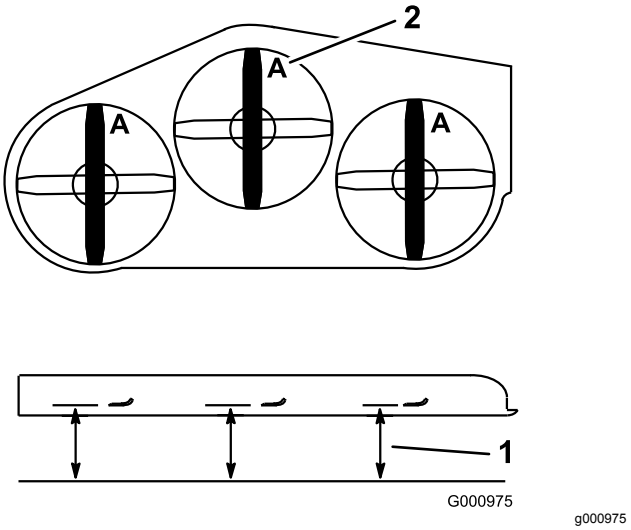

Figur 56
2. Mät från ett jämnt underlag till eggen, läge **A**, på knivarna (Figur 56).